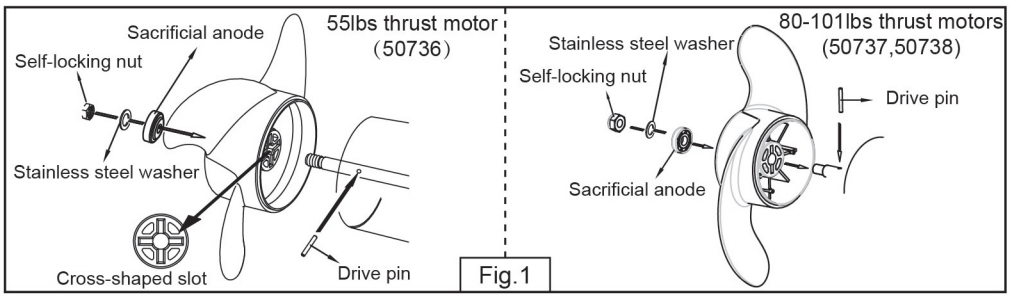

Fig.1
1.Install the drive pin (drive pin and cross-shaped slot in the propeller must align in order to correctly fit the propeller to the motor), anode, washer and self-locking nut onto the drive shaft. (Fig. 1)